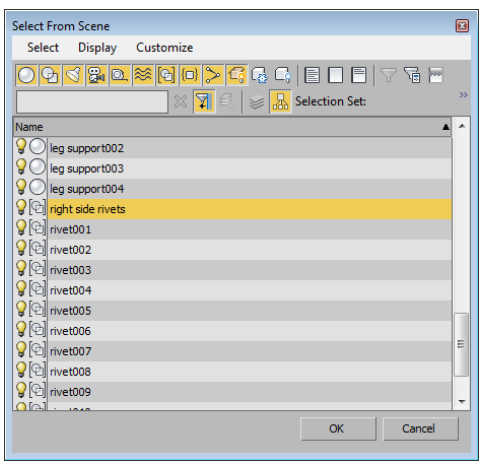

Figure 2-87 *The **right side rivets** group selected in the **Select From Scene** dialog box*
4. In the **Select From Scene** dialog box, select *right side rivets* and choose the **OK** button, refer to Figure 2-87.